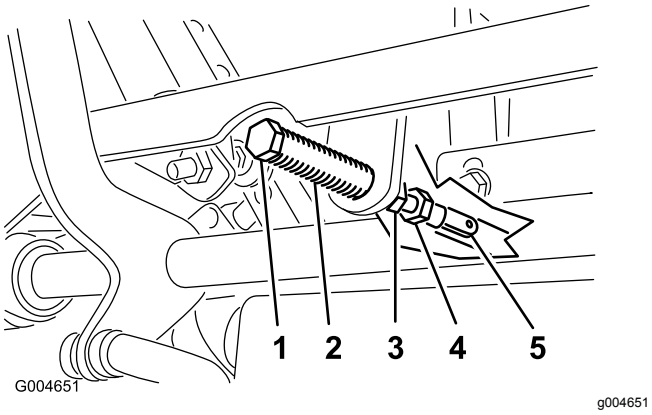

**図 50**
5. クレビスピンピボットシャフトの上のアームについているがスロットの端部に接触するスプリングに圧力が掛かり始める位置まで、図 50のようにレバーを手前に引く。
7. 調整が必要な場合は、ジャムナットをゆるめて調整ナットをヨーク側に移動できるようにする図 50。
8. コントロールレバーを軽く手前後退側に引きながら、調整ボルトを回して、コントロールレバーがちょうどニュートラルロック位置にくるように調整する図 50。
9. ナットとジャムナット図 50を締め付ける。
10. ボールジョイント部でジャムナット(図 50) を締めつける。